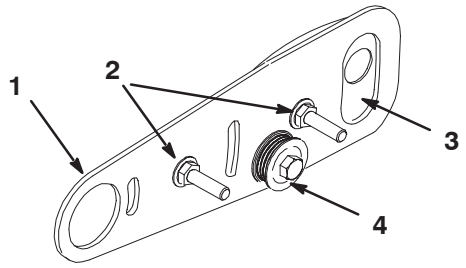
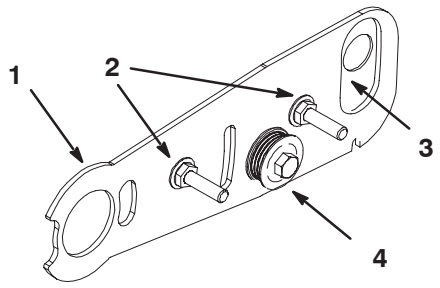

Figure 26
Figure 27
15. Remove the cover mounting bolts, washers, flange nuts, idler pulley and the guard plate w/bolt from the existing brush plate (Fig. 26). and install them on the new brush plate (Fig. 27). Leave the guard plate bolt (Fig. 27) loose for adjustment later.